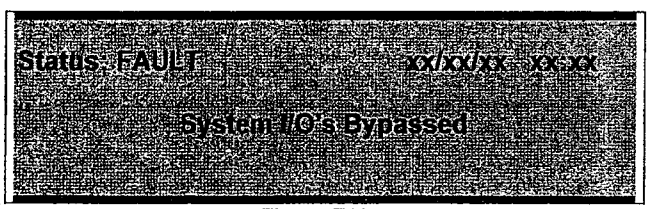

Figure T10
14. The system will now flash the Acknowledge and Trouble LED's and the sounder will activate. Once the system has been acknowledged the Trouble LED will remain flashing until all bypassed devices are cleared. The display will indicate that a part of the system has been disabled. Figure T10 is now displayed.